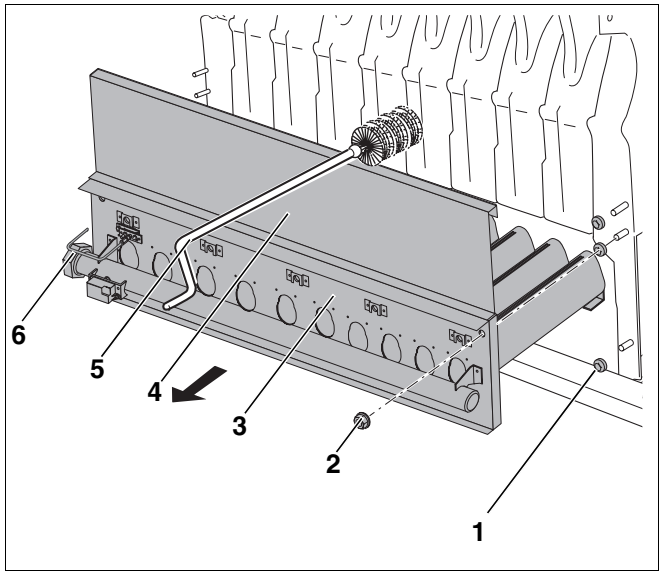
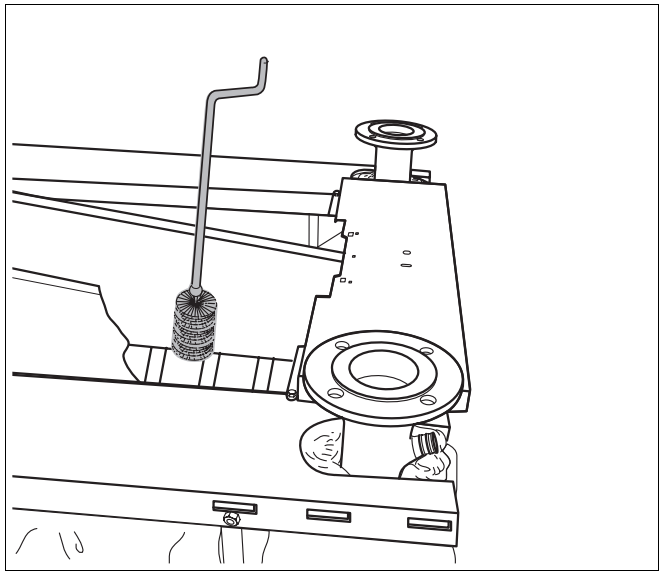

Afb. 17 Gasbrander demonteren en ketelblokken reinigen
Afb. 18 Borstelreiniging
- Maak de gasbrander van de gasklep los aan de schroefkoppeling (afb. 17, **pos. 6**).
- Draai de bevestigingsmoeren (afb. 17, **pos. 2**) aan de branderplaat (afb. 17, **pos. 3**) los en neem de gasbrander weg.
Let er bij de demontage van de gasbrander op, dat de afstandsringen (afb. 17, **pos. 1**) op de stiftbouten blijven zitten.
Het reinigingsdeksel (afb. 17, **pos. 4**) van de gasbrander mag pas na de demontage van de gasbrander weggenomen worden.
- Draai de zeskantmoeren van het reinigingsdeksel (afb. 17, **pos. 4**) los en neem het reinigingsdeksel weg.
- Doorborstel de rookgaskanalen meermaals afwisselend van de zijkant (horizontaal) en van boven met de reinigingsborstels (vgl. afb. 17 en afb. 18).